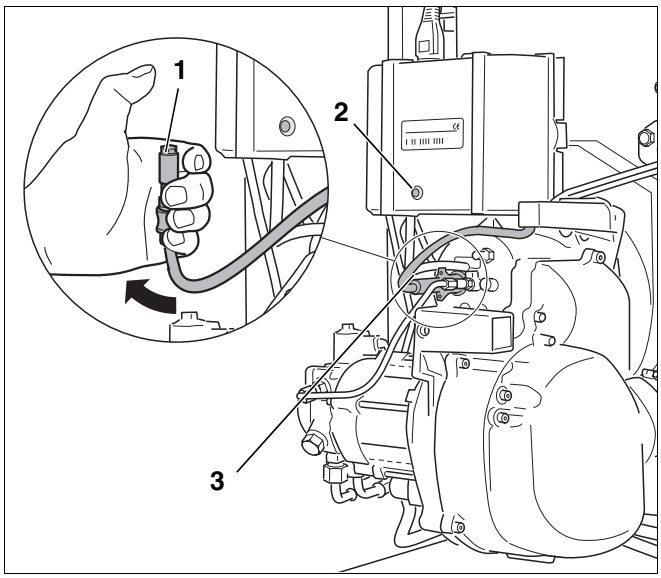

Rys. 40 Sprawdzenie prawidłowego działania czujnika płomienia
- Przy działającym palniku wyjąć czujnik płomienia za uchwyt (rys. 40, **poz. 3**).
- Przytrzymać czujnik płomienia, poddając go działaniu światła (rys. 40, **poz. 1**). Po ponownym rozruchu powinno nastąpić wyłączenie awaryjne.
- Odczekać ok. 30 sekund i odblokować automat palnikowy, naciskając przycisk odkłócający lub przycisk "Reset" na module BC10 (rys. 40, **poz. 2**).